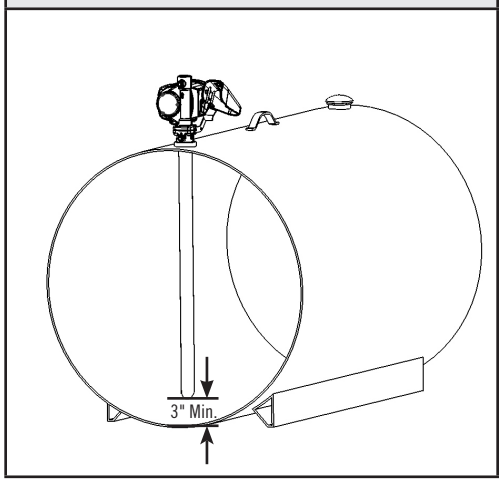

Figura 1
1. Rosque la tubería de 1-¼ pulg. en el adaptador del tanque. Selle las roscas para impermeabilizarlas con un sellador apropiado (Figura 1).